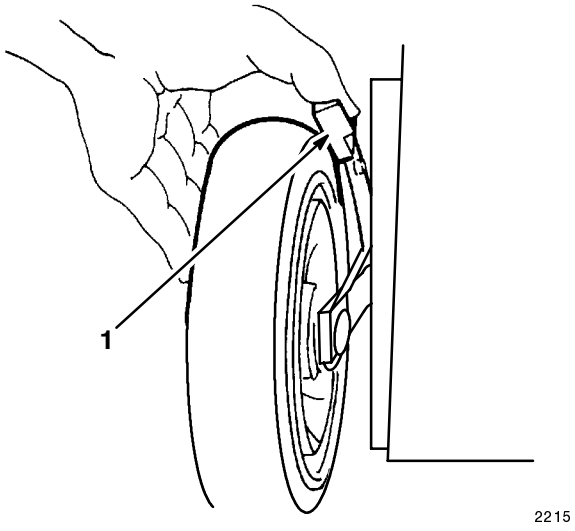

Figure 19
4. Squeeze the adjustment lever toward the wheel and move the lever to the desired setting (Fig. 19). Ensure that the pin on the adjustment lever engages the notch in the lawn mower housing.